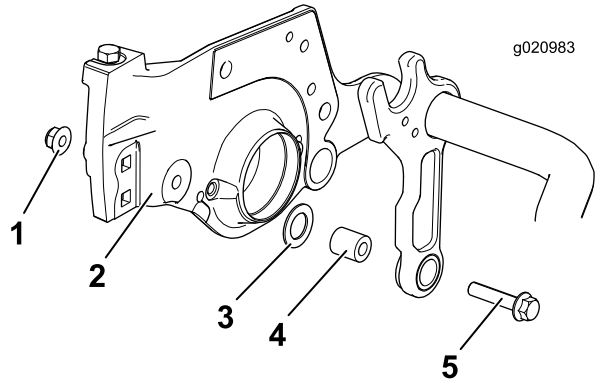

Figur 4
4. Ta bort muttern, planbrickan och distansbrickan, släng brickan och behåll muttern och planbrickan (Figur 4).